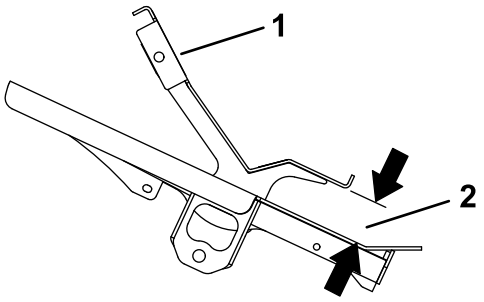

**Figure 8**
3. Amenez la pédale de déplacement en position neutre, vissez ou dévissez le palier d'embout de tige pour obtenir la dimension indiquée à la Figure 8.